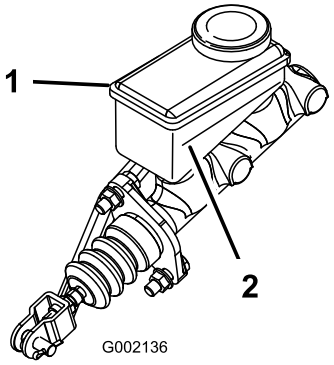

Figur 16
3. Se på siden av beholderen for å se væskenivået (Figur 16).
B. Hell DOT 3-bremsevæske i beholderen til væskenivået er over minimumslinjen (Figur 16).
5. Sett på gummipluggen på toppen av dashbordet (Figur 16).